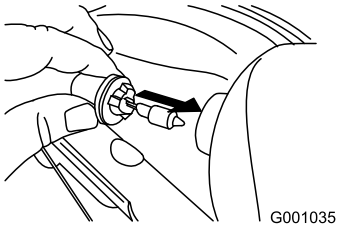

Figur 58
4. Sett en ny pære inn på baksiden av frontlykten (Figur 58).